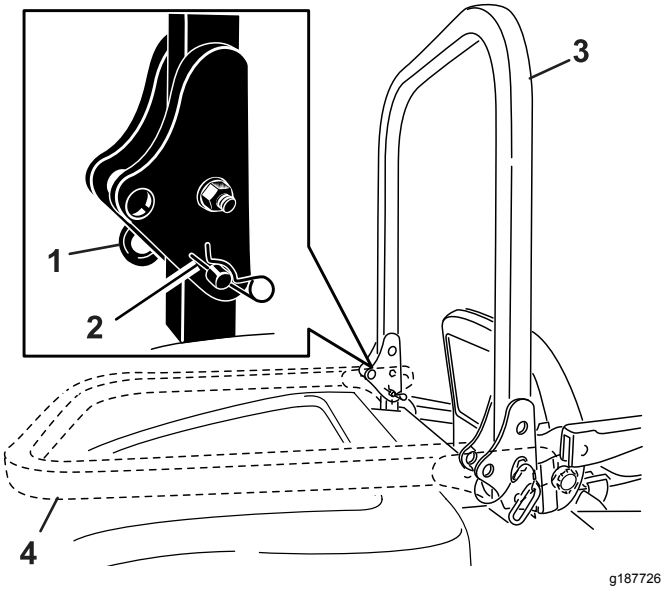

Figure 12
2. Relevez l'arceau de sécurité et retirez les goupilles fendues ainsi que les 2 axes (Figure 12).